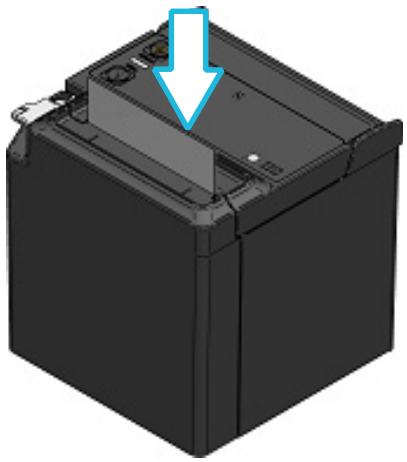

Figure 8-7 Paper Cover (Top)
(5) Push firmly the part indicated by the arrow in Figure 8-7 and Figure 8-8 to close the paper cover to avoid one side lock defect.